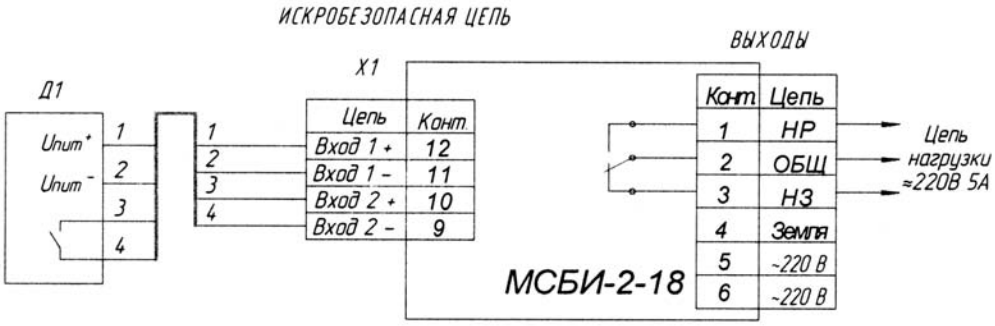

Рис. 4
3. Алгоритм «Работа с четырехпроводным датчиком» рис. 4.